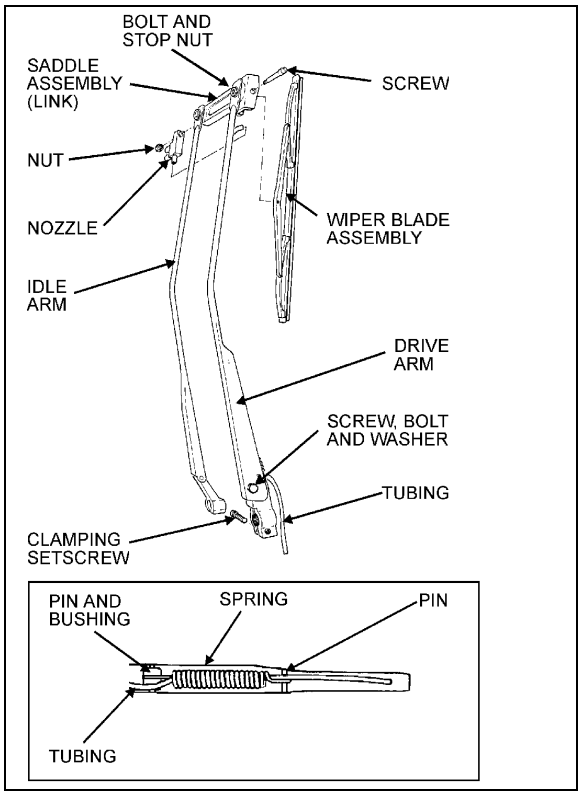
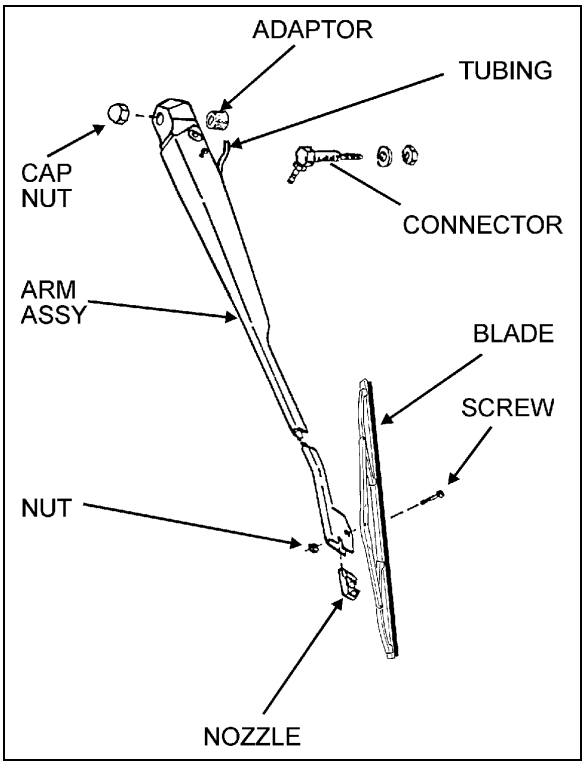

FIGURE 36: LOWER WINDSHIELD WIPER **23086**
FIGURE 37: UPPER WINDSHIELD WIPER 23087
1. Remove the cap nuts from the wiper arm pivot shafts (Figure 36 & Figure 37);